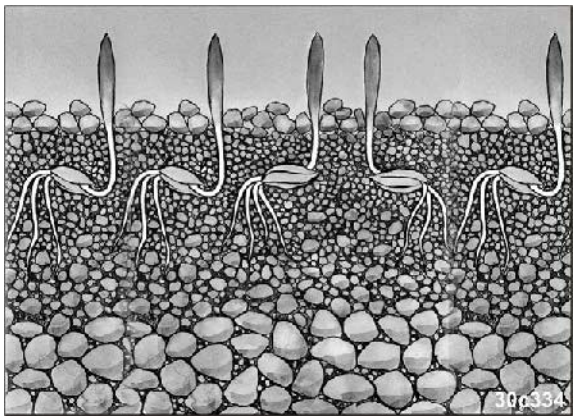

**Fig. 78**
- La terre fine se concentre dans la partie inférieure de la zone travaillée (voir Fig. 78), tandis que les mottes plus grossières restent à la surface et protègent des phénomènes de battance.